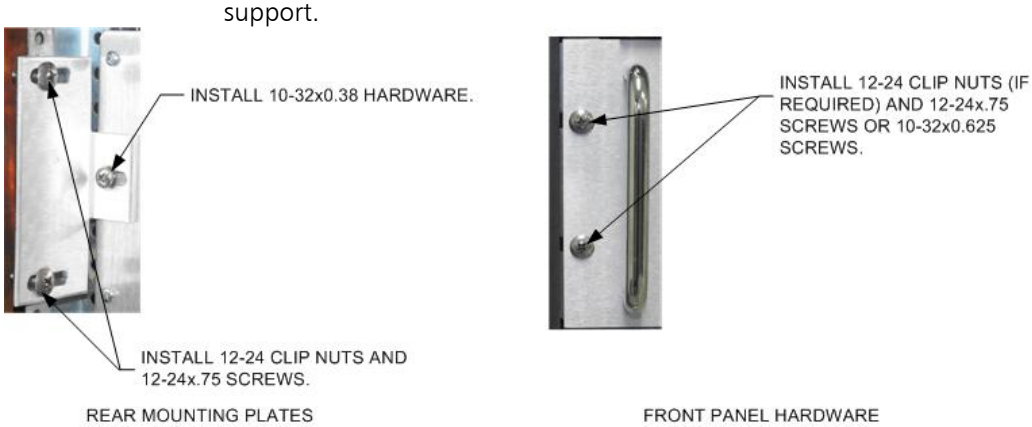

Figure 7-1: RACK INSTALLATION
2. Refer to Figure 7-1 and install the unit in the rack using the mounting hardware located in the installation kit.
3. Refer to Figure 7-1 and install the rear mounting plates as shown. If the rack is not equipped with rear rails, modify the rack to provide rear support.